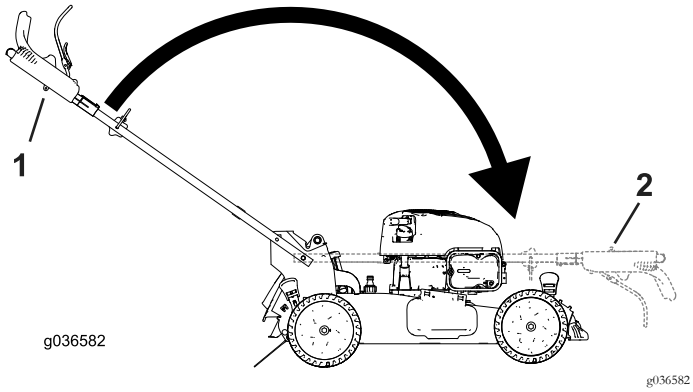

Bild 30
2. Klappen Sie den Griff ein, indem Sie ihn ganz nach vorne drehen (Bild 30).